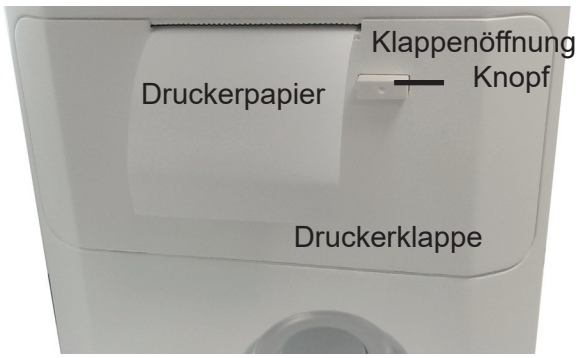

Abbildung OP-3. Einlegen des Druckerpapiers
1. Drücken Sie auf den Knopf an der Druckerklappe, um diese zu öffnen. Siehe Abbildung OP-3.